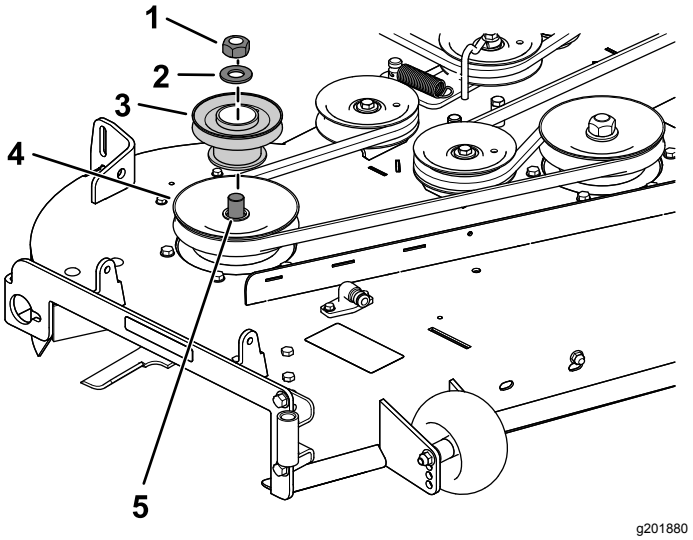

Figuur 11
2. Monteer de poelie-eenheid op de rechter maaidekpoelie; gebruik de moer en ring die u eerder hebt verwijderd (Figuur 11).